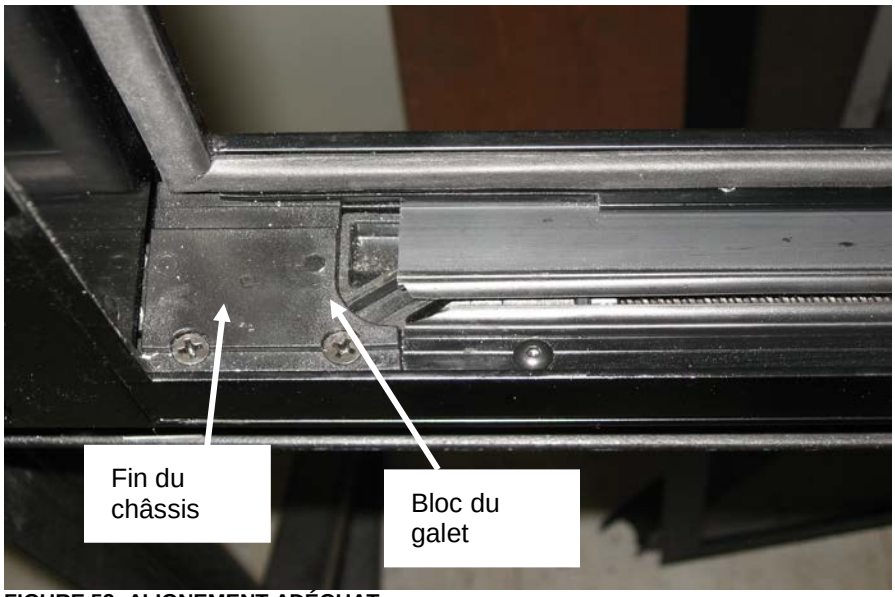

FIGURE 52: ALIGNEMENT ADÉQUAT
1. Aligner le bord avant de l'encoche située sur le bloc du galet suiveur inférieur et la fin du châssis. Utiliser l'interrupteur à bascule pour obtenir le bon alignement. (Figure 52).